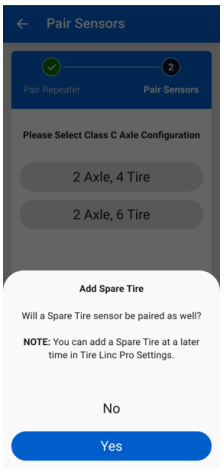

Fig.14
4. The system will ask if you want to pair a spare tire. If you want to but don't have a sensor for it, you may choose YES and pair the sensor later **(Fig. 14)**.